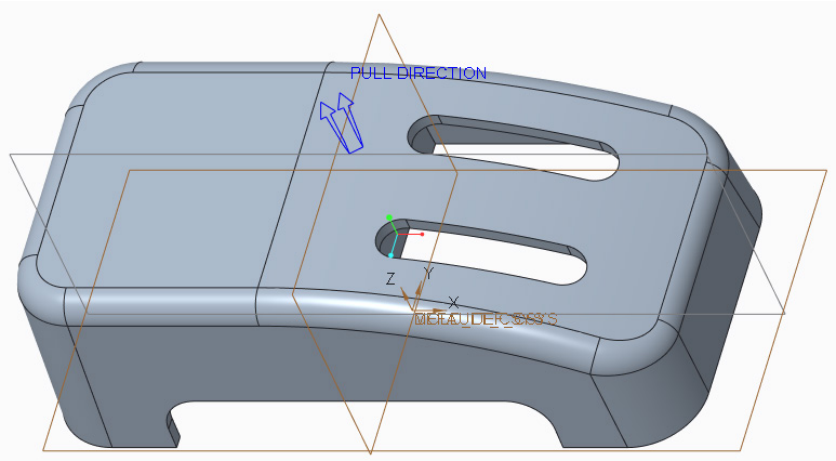

Figure 16-31 *Model after inserting in the Mold environment*
2. Select the **Same model** radio button from the **Reference model type** area in the **Create Reference Model** dialog box and choose the **OK** button; the **Layout** dialog box is displayed. Choose the **OK** button and then choose the **Done/Return** option from the **Menu Manager**. The inserted part is displayed in the drawing area with the **PULL DIRECTION** arrow along the z-axis, as shown in Figure 16-31.